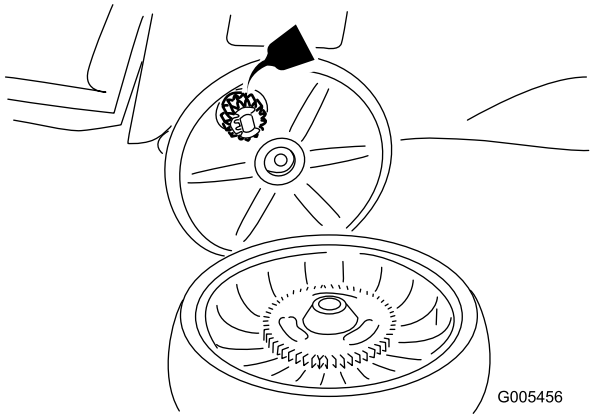

Bild 28
2. Tragen Sie ein Schmieröl am Getriebe auf, siehe Bild 28.